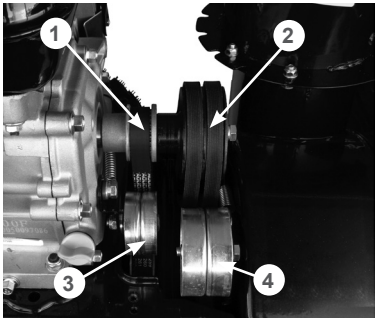

Рис. 49 Обслуживание ремней привода
2. Проверьте состояние ремней (Рис. 49). Если ремень протерт, надорван или заметны иные повреждения, он должен быть незамедлительно заменен.